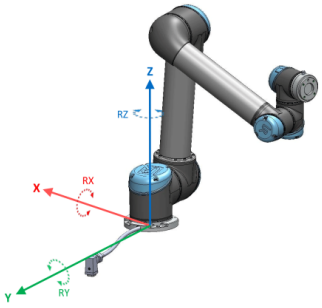

Figur 16.1: Sokkelfunksjon
- Sokkelfunksjonen er plassert med opprinnelsespunktet i robotsokkelens senter (se figur 16.1)